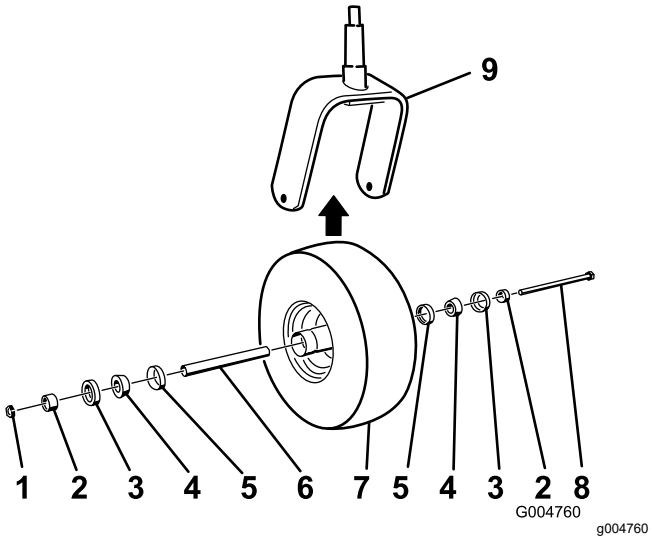

Figuur 42
2. Verwijder de borgmoer van de bout (Figuur 42).
5. Monteer het zwenkwiel door de ingevette kegellagers en de afdichtingen in de wielnaaf te drukken, in de positie die wordt getoond in Figuur 42.